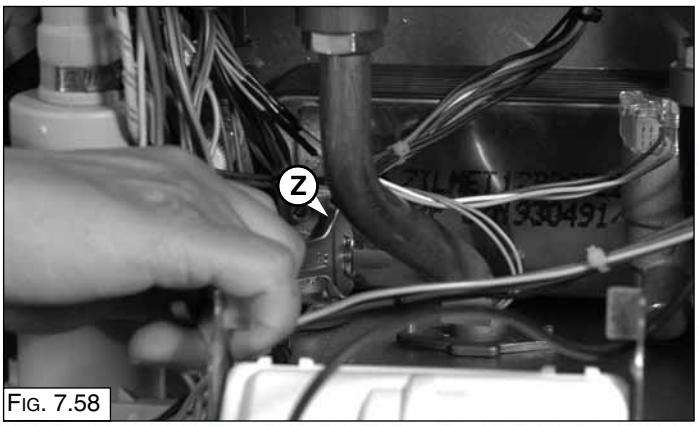

Fig. 7.58
1. Remove the electrical connector by pulling off and loosening the nut "Z" (Fig. 7.58);